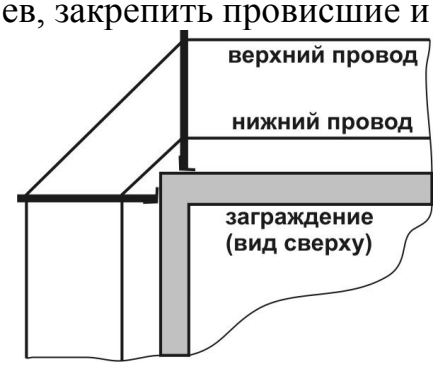
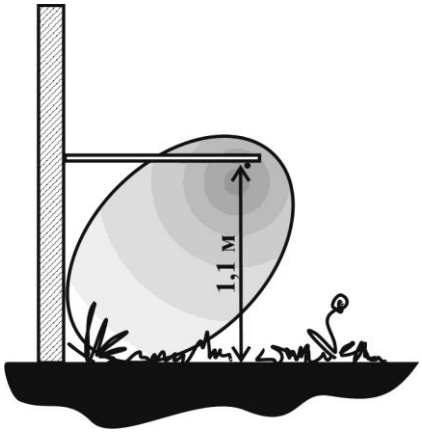
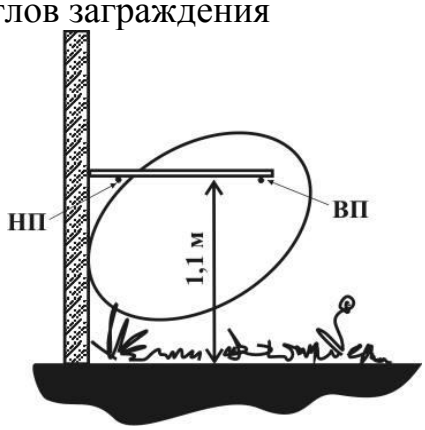

Рис. 10.3
Рис. 10.15
Рис. 10.16
10.3.1 При установке ЧЭ вдоль плоскости заграждения с использованием УК-03П/1,2 или УК-03П/1,5, ВП ЧЭ монтируется на высоте 1,0…1,5 м от поверхности земли, а НП может размещаться двумя способами: 1) на консоли УК-03П, 2) в земле, на глубине 0,05…0,2 м. На рис.10.15 показано ориентировочное сечение ЗО для металлосодержащего заграждения и хорошей проводимости земли (влажная почва). Расположение НП в данном случае не имеет определяющего значения. В случае плохо проводящей (сухой) земли и расположении НП на консоли, ЗО немного отрывается от поверхности земли и «притягивается» ближе к НП (см. рис.10.16). Прохождение внутренних или внешних углов заграждения производится аналогично рис.10.1, рис.10.3. Необходимо обеспечить плавные сопряжения отрезков ЧЭ, выбирая установочные места. Угол наклона консолей должен обеспечивать максимально возможное удаление ВП от плоскости заграждения. Также нужно учесть, что большое количество «изломов» ЧЭ или приближение ВП к проводящим заграждениям значительно увеличивает потери сигнала и сокращает максимально допустимую длину охраняемого участка.
10.3.5 Размещение БПРД или(и) БПРМ на заземлителях допускается, если блоки не попадают в зону повышенной влажности и подтопления талыми водами. Заземлители устанавливаются под конечными консолями, ВП и НП от точки крепления на конечной консоли до ввода в БПРД (БПРМ) не должны провисать и касаться посторонних предметов. В соответствии с рис. 10.16 прикрепить БПРМ к заземлителю и подключить клеммы заземления на корпусах БПРД и БПРМ к клеммам заземлителей.